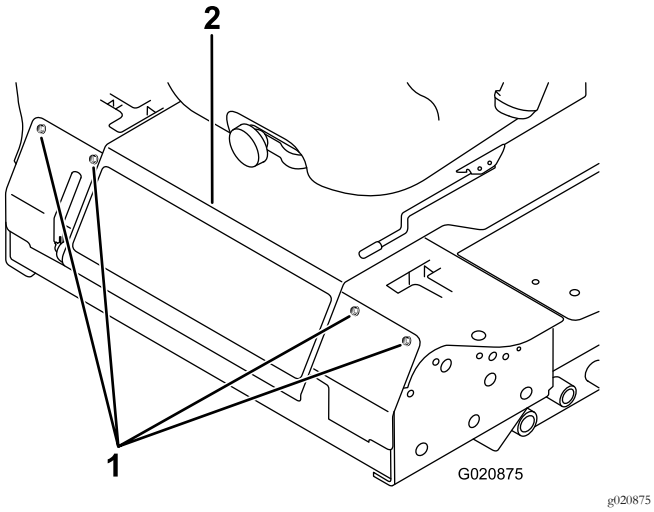

Figuur 53
3. Draai de bouten los waarmee het voorpaneel vastzit, en verwijder het paneel (Figuur 53).